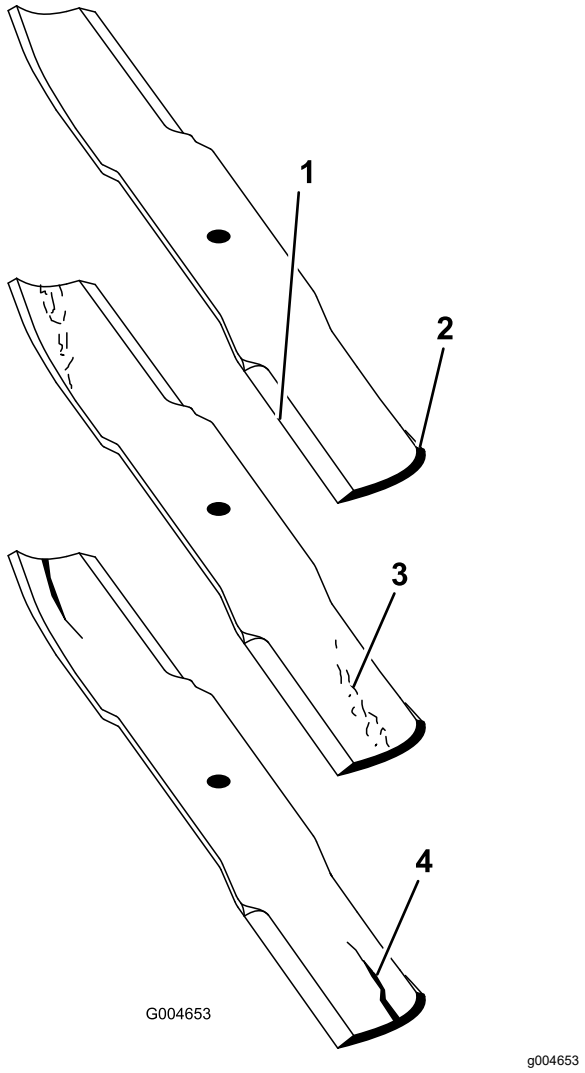

Figur 73
1. Kontrollera eggarna (Figur 73). Om eggarna är slöa eller har hack ska knivarna tas bort och slipas. Se Slipa knivarna (sida 39).
2. Kontrollera knivarna, särskilt segeldelen (Figur 73). Montera omedelbart en ny kniv om du upptäcker skador, slitage eller spårbildning i detta område (Figur 73).